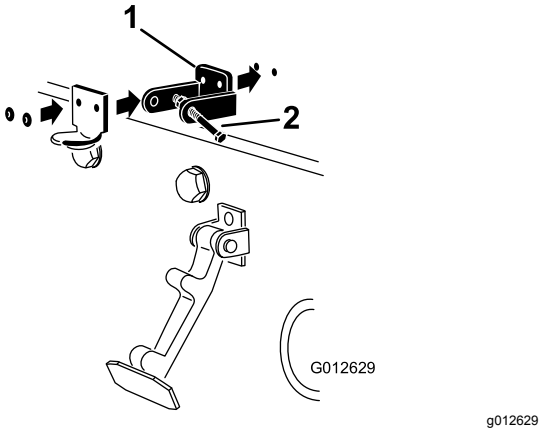

Figur 4
3. Placera CE-låsfästet och motorhuvslåsfästet på motorhuven när du passar in monteringshålen. Låsfästet måste ligga mot motorhuven (Figur 4). Ta inte bort bult- och mutterenheten från låsfästets arm.
5. Nita fast fästena och brickorna på motorhuven (Figur 4).